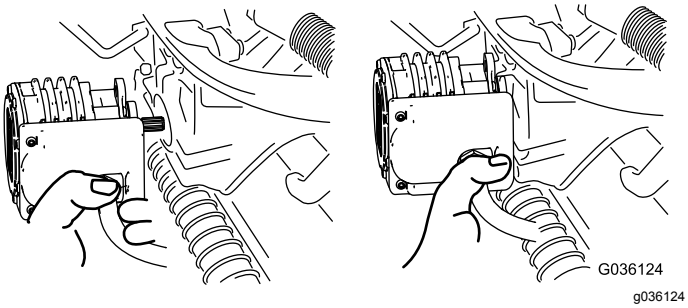

Figuur 35
4. Zet de motor in de opbergruimte op de voorkant van de ophangarm (Figuur 35).